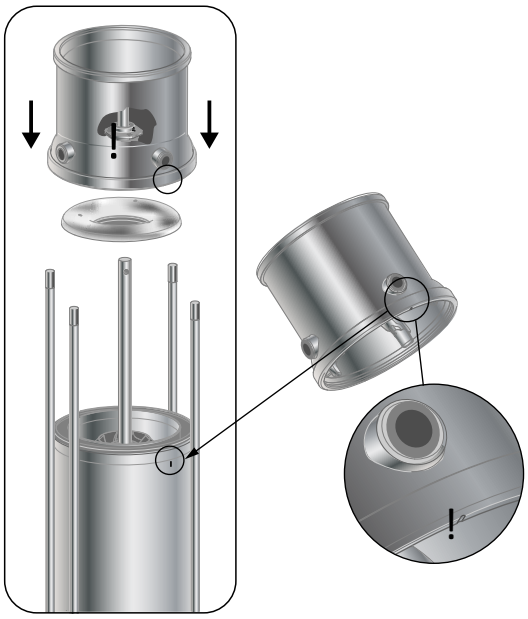

Fig. 2 Aligning cover (2), cover (2b) and sleeve (55)
3. Install the lower shaft seal (105) in the cover (2b). See section *4.1 Torques*.
4. Lubricate and install a new o-ring (37) in the cover (2b).
5. Install the cover (2b) on the sleeve (55).
Note: Make sure to align the cover (2b) according to the alignment marks on the sleeve (55). See fig. 2.
Note: Make sure to align the pump-head cover (2) according to the alignment marks on the pump-head cover (2), the cover (2b) and on the sleeve (55). See fig. 2.